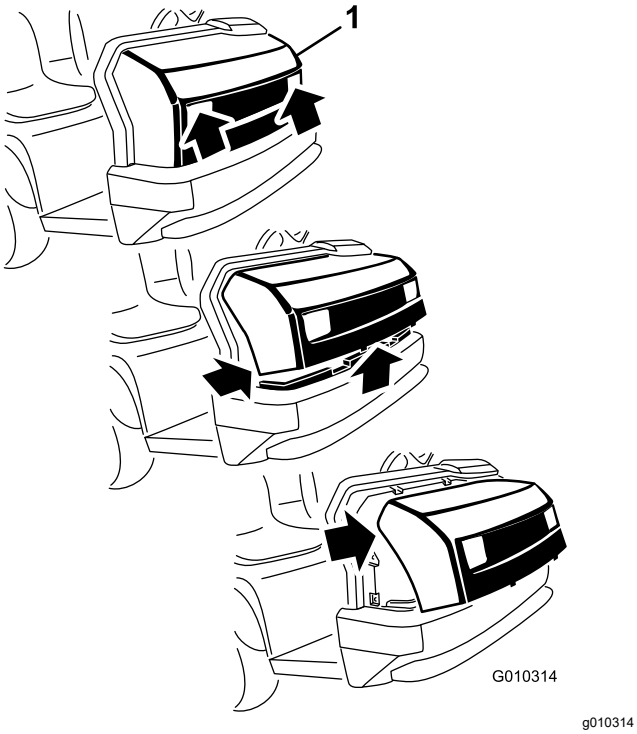

Figuur 38
1. Pak de motorkap beet via de openingen van de koplampen en til de motorkap op om de montagelipjes uit de sleuven in het frame te laten klikken (Figuur 38).
2. Draai de onderkant van de motorkap omhoog tot u de bovenste montagelipjes uit de sleuven in het frame kunt klikken (Figuur 38).
3. Draai de bovenzijde van de motorkap naar voren en koppel de bedrading van de koplampen los (Figuur 38).